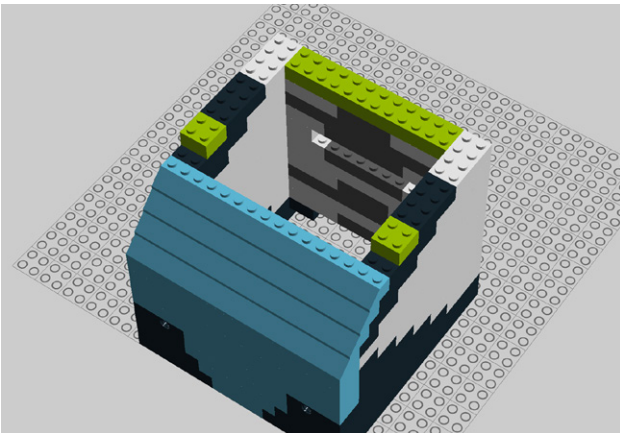

Figure 9-54. *Step 49: Adding two 2x2 and two 2x6 bricks*
49. Add two 2x2 and two 2x6 bricks (Figure 9-54).